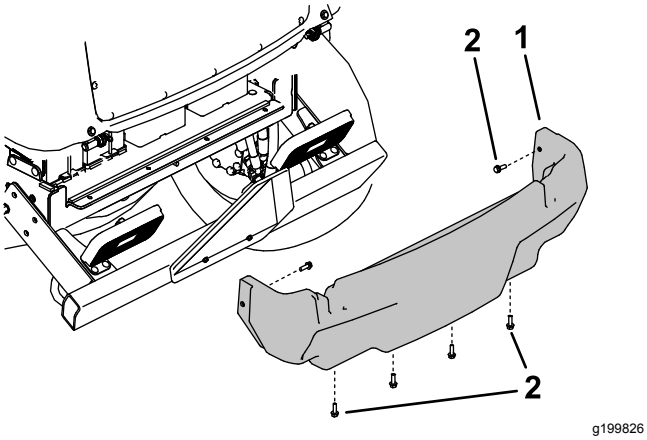

Figur 102
5. Fjern de 6 skruer med flange, der fastgør bagbeklædningen på stellet, og fjern bagafskærmningen (Figur 102).
4. Monter bagafskærmningen (Figur 102).